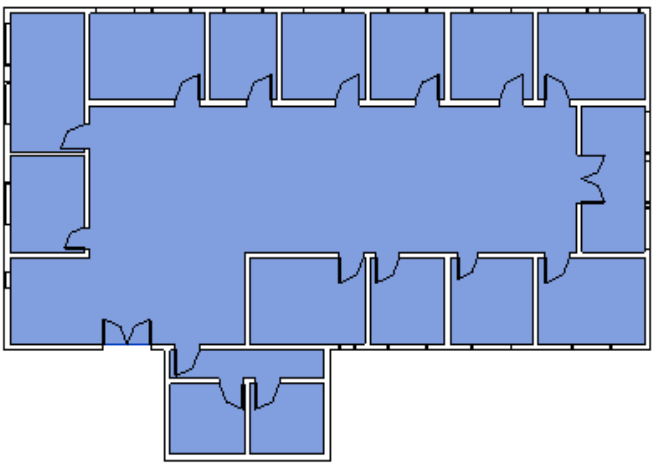

Figure 3-90 *The* ***Generic 12"*** *type of the floor created*
11. Choose the **Modify** button from the **Select** panel of the **Modify | Floor** tab to exit the **Floor: Architectural** tool. The floor is created for the project, as shown in Figure 3-90.